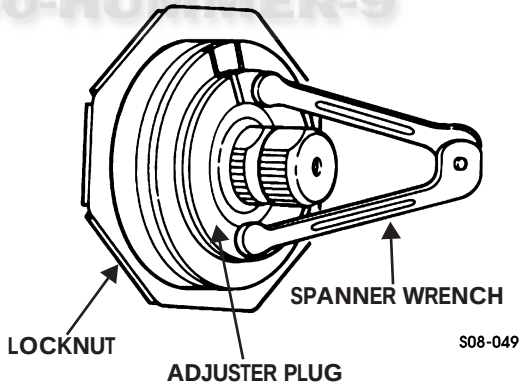

Figure 8-60: Tightening Locknut on Adjuster Plug
7. Hold adjuster plug using spanner wrench and tighten locknut (Figure 8-60).